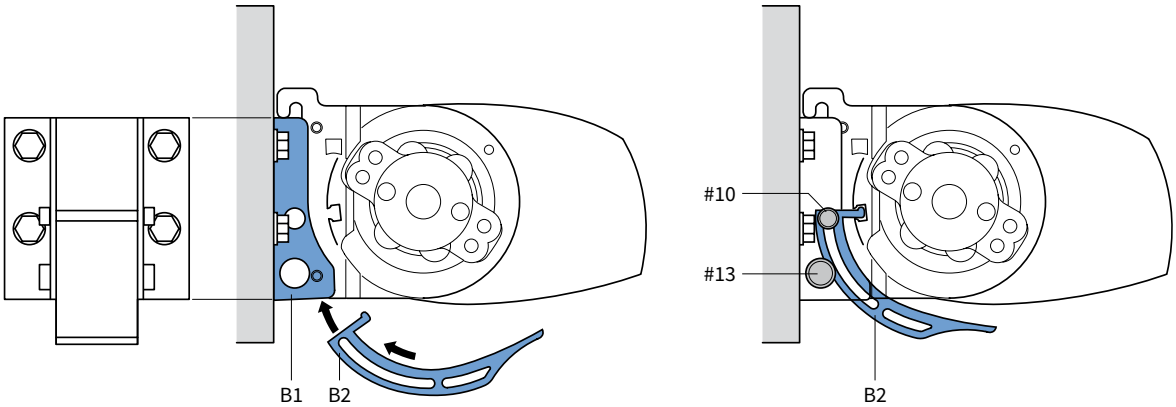

Abb. 2.3 Detail Mittelstütze B
3. Schieben Sie den verstellbaren Teil (B2) der Mittelstütze an seine Stelle im Montageblech (B1). Sorgen Sie dafür, dass der verstellbare Teil (B2) hinten in die Nut der Markise fällt. Siehe Abbildung 2.3.